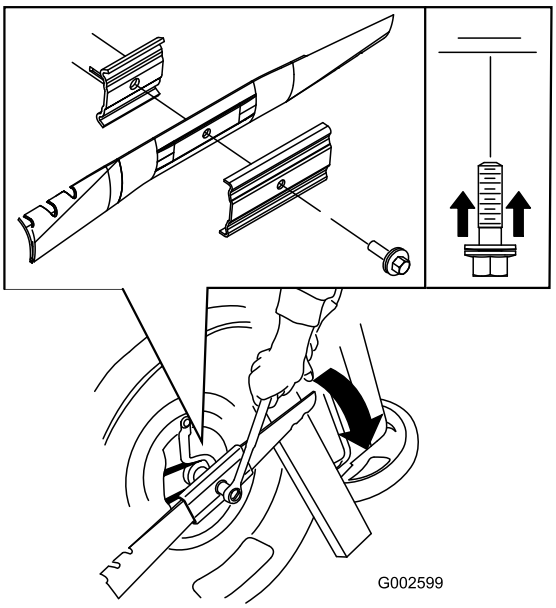

Figur 28
5. Montera den nya kniven (vrid knivbulten medsols) och alla monteringsdelar (Figur 28).